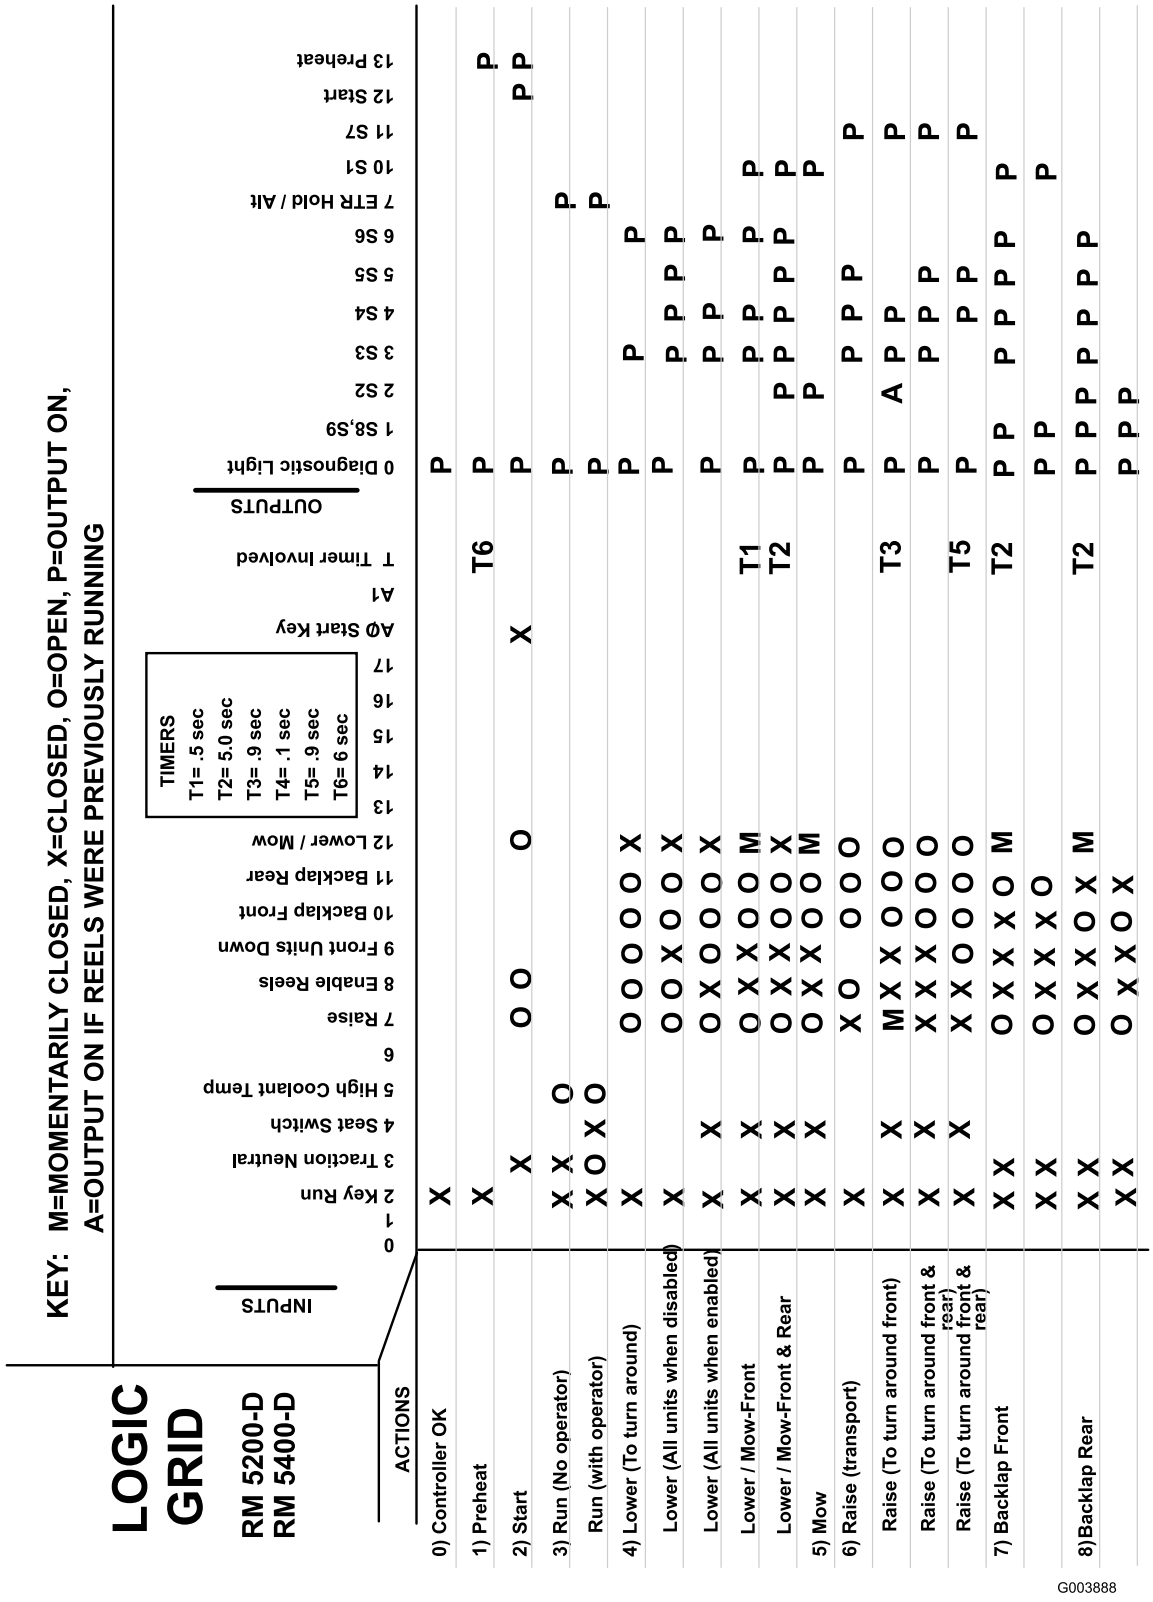

**Figuur 40**
8. Neem plaats op de stoel en probeer de gewenste functie van de machine. (als u hulp nodig hebt bij het controleren van de juiste input-instellingen voor iedere functie, raadpleeg dan Figuur 40). Als de juiste output-LED gaan branden, duidt dit erop dat de ECU die functie inschakelt. (raadpleeg de logische tabel (Figuur 40) om zeker te zijn van de gespecificeerde output-LEDs).